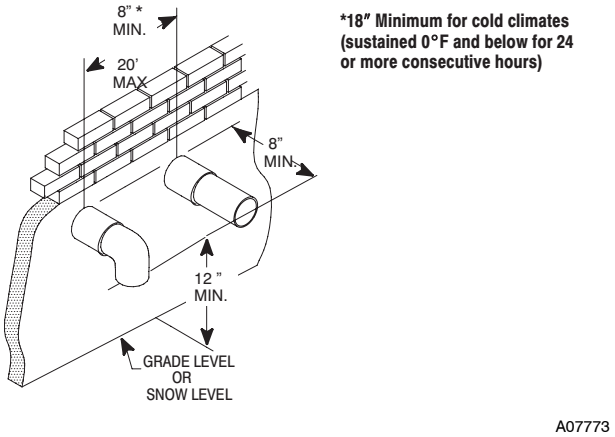

**Fig. 21 - Sidewall Termination 12" (304.8 mm) or More Above Snow Level or Grade Level**
4. Install the couplings, nipple and termination elbows as shown and maintain spacing between vent and combustion air piping as indicated in Fig. 21 and Fig. 22.